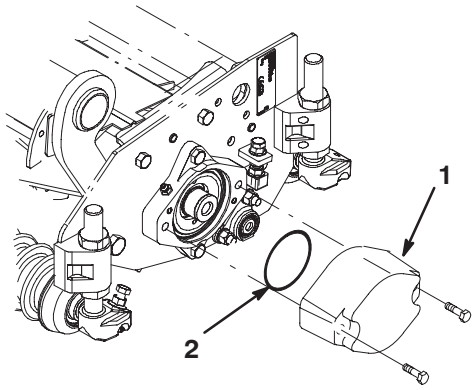

Figure 2
6. Remove the (2) bolts securing the counter weight to the left end of the cutting unit. Remove and discard the counter weight and O–ring (Fig. 2).